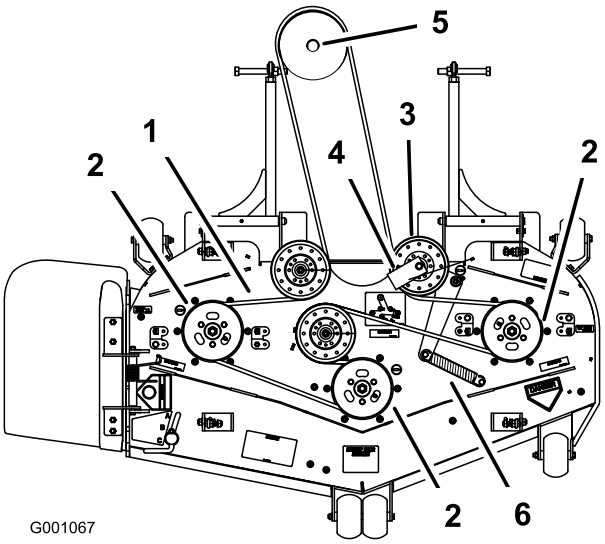

**Figur 68**
8. Monter den nye remmen rundt knivremskivene og girkasseremskiven under motoren (Figur 68).
9. Monter remføreren på den fjærbelastede lederullen i en vinkel på 45 grader som vist i Figur 68.
11. Monter ledefjæren på de to postene (Figur 68).